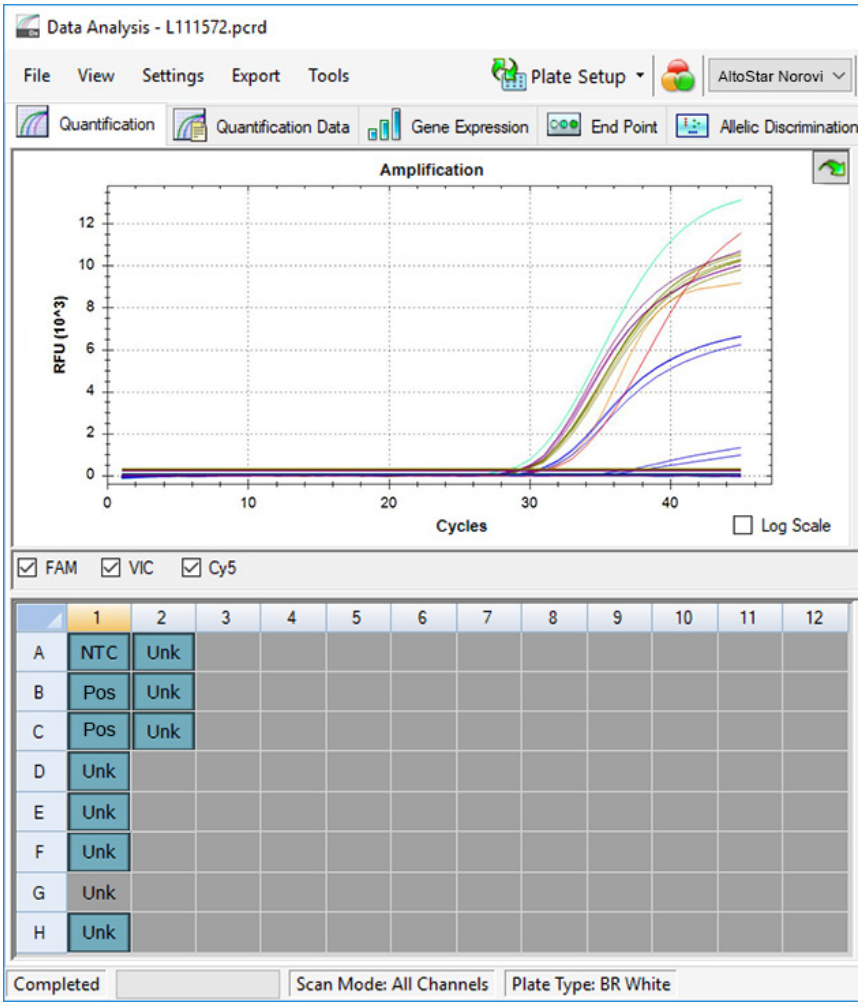

Figura 8: Finestra Data Analysis (Analisi dei dati): pozzetto escluso
4. Il pozzetto selezionato viene escluso dall'analisi. Da questo pozzetto non verrà generato alcun risultato (vedere figura 8).